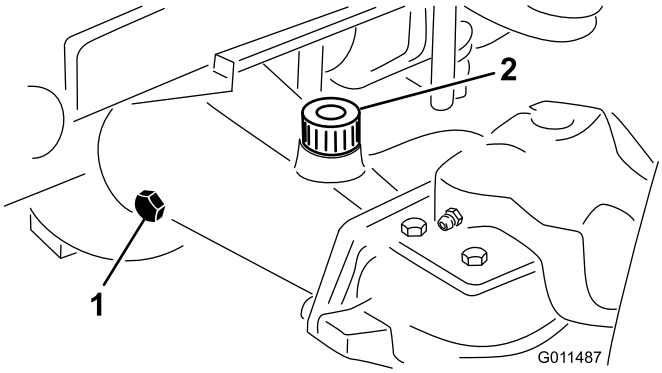

Figur 15
2. Ta bort en kontrollplugg från axelns ena sida (Figur 15) och se till att oljan når upp till botten av hålet. Ta bort påfyllningspluggen om nivån är låg (Figur 15), och tillsätt tillräckligt med olja så att nivån når botten av kontrollhålet.